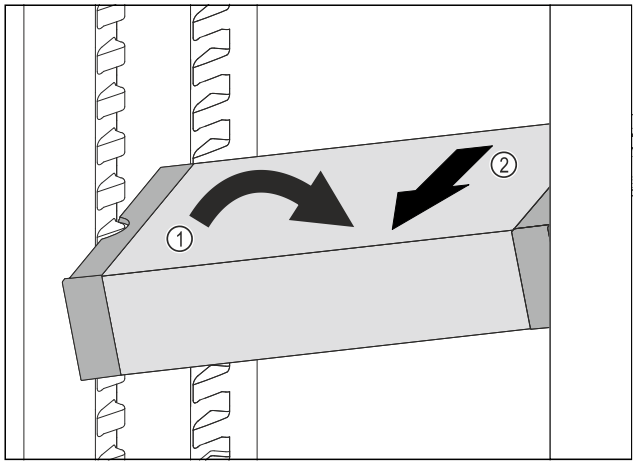

Fig. 171
▶ Set VarioSafe in refrigerator compartment at an angle. *Fig. 171 (1)*
▶ Take VarioSafe out to the front. *Fig. 171 (2)*